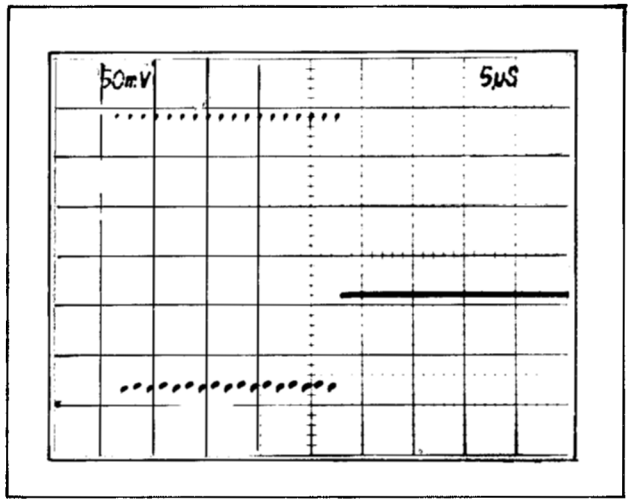

Figure 6-2. Typical display when adjusting character clock.
e. ADJUST — C3455 (see Figure 8-48) for 18 positive pulses displayed on channel 2 of the test oscilloscope. Figure 6-2 shows a typical waveform.